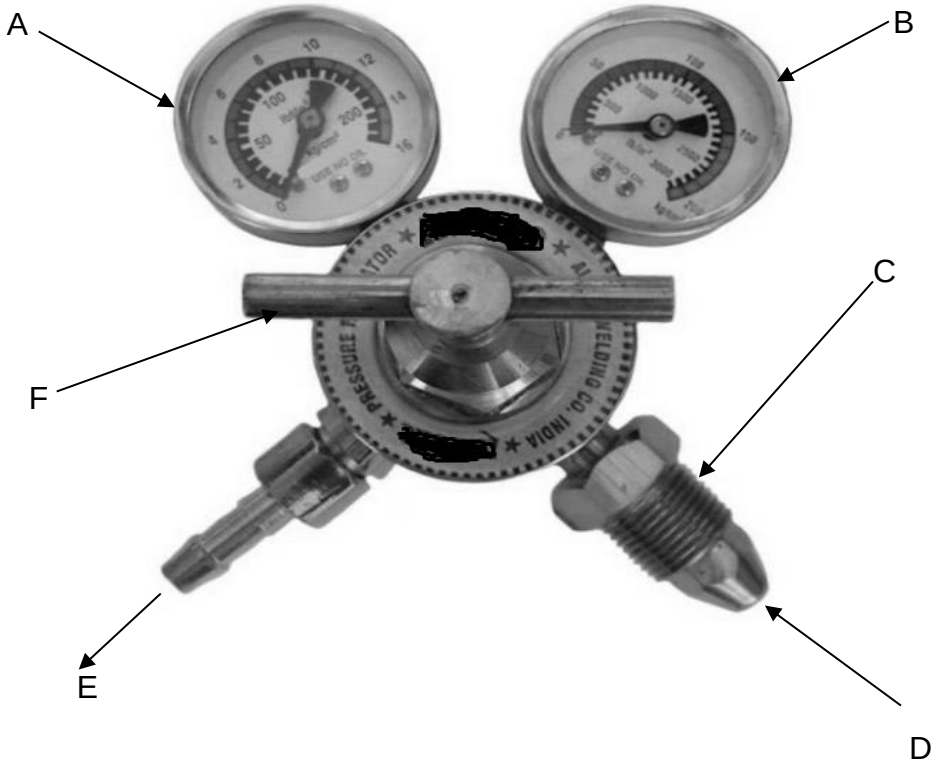

FIGURE 2 (6)
6.3 The sketch in FIGURE 2 below shows an oxygen pressure regulator. Name the parts (A–F) by writing only the name of the part next to the alphabet letter in the ANSWER BOOK.